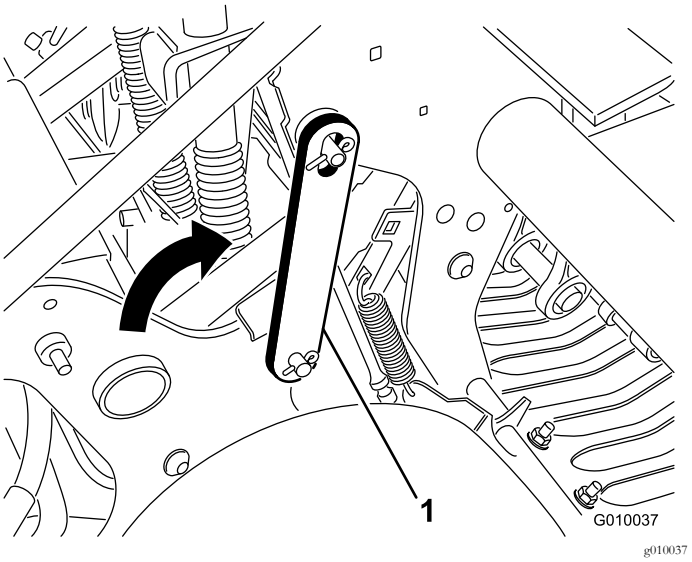

**Figur 21**
4. Vri servicelåsen bakover og før på luftehodesplinten (Figur 21). Fest den med klipsring.